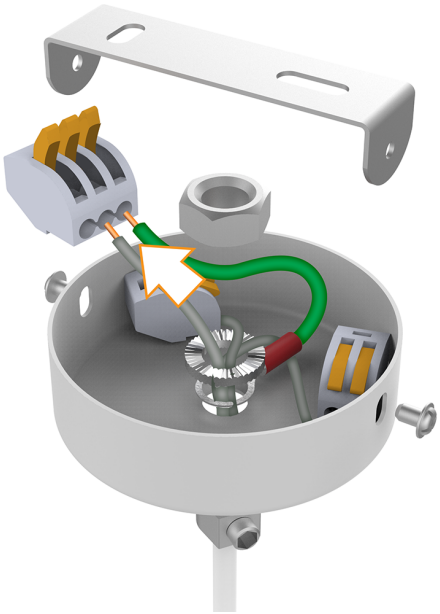

Рис.3
5. Подвести выведенный провод к питающей сети через потолочную чашу, предварительно заземлив ее, см. Рисунок 3;